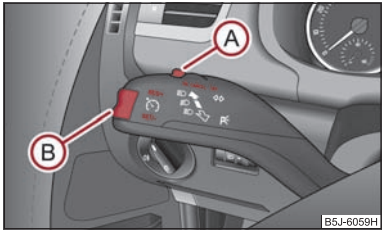

Fig. 96 Operating lever: Rocker button and switch of the cruise control system
- Press the switch (A) ⇒ fig. 96 into the position **ON**.
- After the desired speed has been reached, press the rocker button (B) into the **SET-** position - the current speed is stored.
- You can **increase** the stored speed without depressing the accelerator, by pressing the rocker button (B) ⇒ page 92, fig. 96 into the **RES+** position.
The **Resumption** of the stored speed is achieved by releasing the brake or clutch pedal, on vehicles fitted with automatic gearbox only after releasing the brake pedal and after shortly pressing the rocker button (B) ⇒ page 92, fig. 96 into the position **RES+**.
- Press the switch (A) ⇒ page 92, fig. 96 to the right into position **OFF**. ■